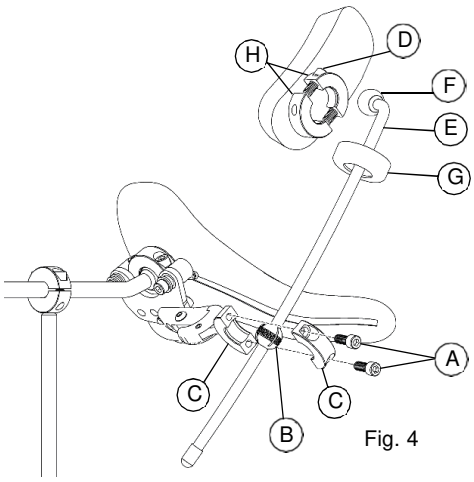

Fig. 4
9. Schieben Sie die Abdeckung des Stellrings (Fig. 4, G) auf den Stellring (Fig. 4, H).